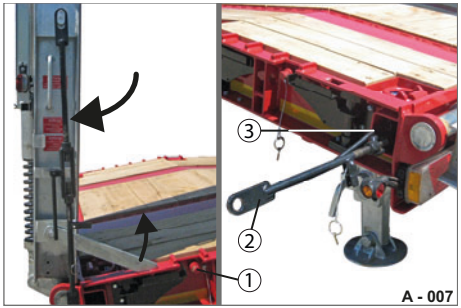

Abb. 6 Spannschloss abnehmen / verstauen
▶ Entfernen Sie das Spannschlosses (Abb. 6/2) vom unteren Bolzen (Abb. 6/1).
▶ Hängen Sie das Spannschloss aus dem oberen Bolzen (Abb. 6/2) aus.
▶ Schieben Sie das Spannschloss in das Staufach (Abb. 6/3) im Fahrgestell.